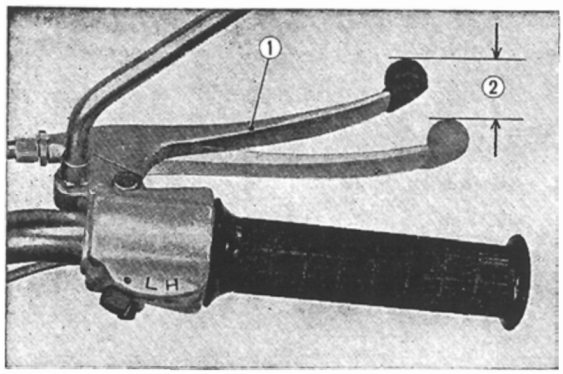

Fig. 6.37 Front brake lever play
b. If the brake requires adjustment, there are two places where this adjustment can be made. Normally the adjustment can be made at the brake lever arm ① on the front brake panel. First, loosen the lock nut ② and then turn the adjusting nut ③. Turning the nut ③ in the clockwise direction Ⓐ will decrease the brake lever play and turning in the counter clockwise direction Ⓑ will increase the play.
c. Minor adjustment can also be made with the circular adjusting bolt on the front brake lever by turning in the same direction as above. **(Fig. 6.37, 38)**